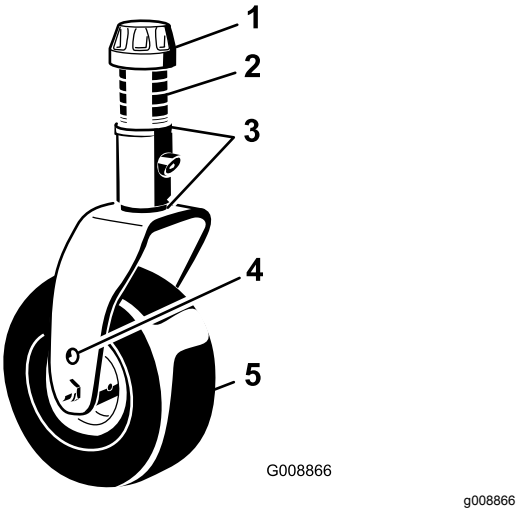

Figur 18
3. Ta bort spännlocket från spindelaxeln (Figur 18) och skjut ut spindeln ur svänghjulsarmen. Placera de två mellanläggen (3 mm) på spindelaxeln såsom de satt från början. Mellanläggen krävs för att man ska få jämn höjd över hela klippenheternas bredd. Skjut på ett lämpligt antal 13 mm distansbrickor (enligt tabellen nedan) på spindelaxeln för att få önskad klipphöjd. Skjut sedan på brickan på axeln.